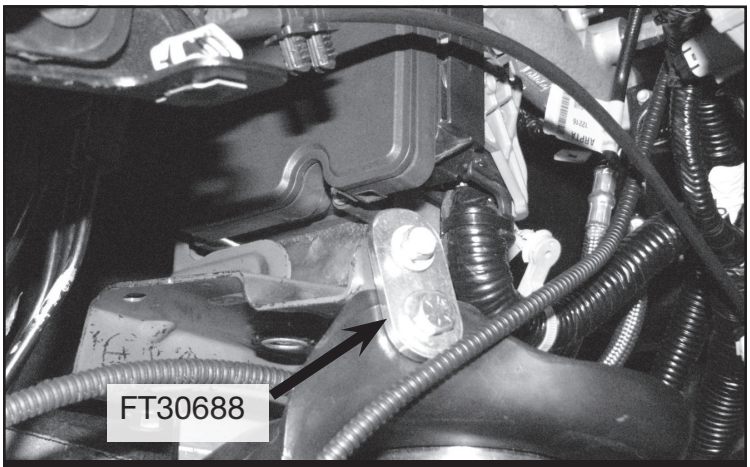

FIGURE 5 - STEP 9
9. Install FT30688 (ABS Tab) using the factory and 5/16" hardware. Torque to 29 ft-lbs. **SEE FIGURE 5**